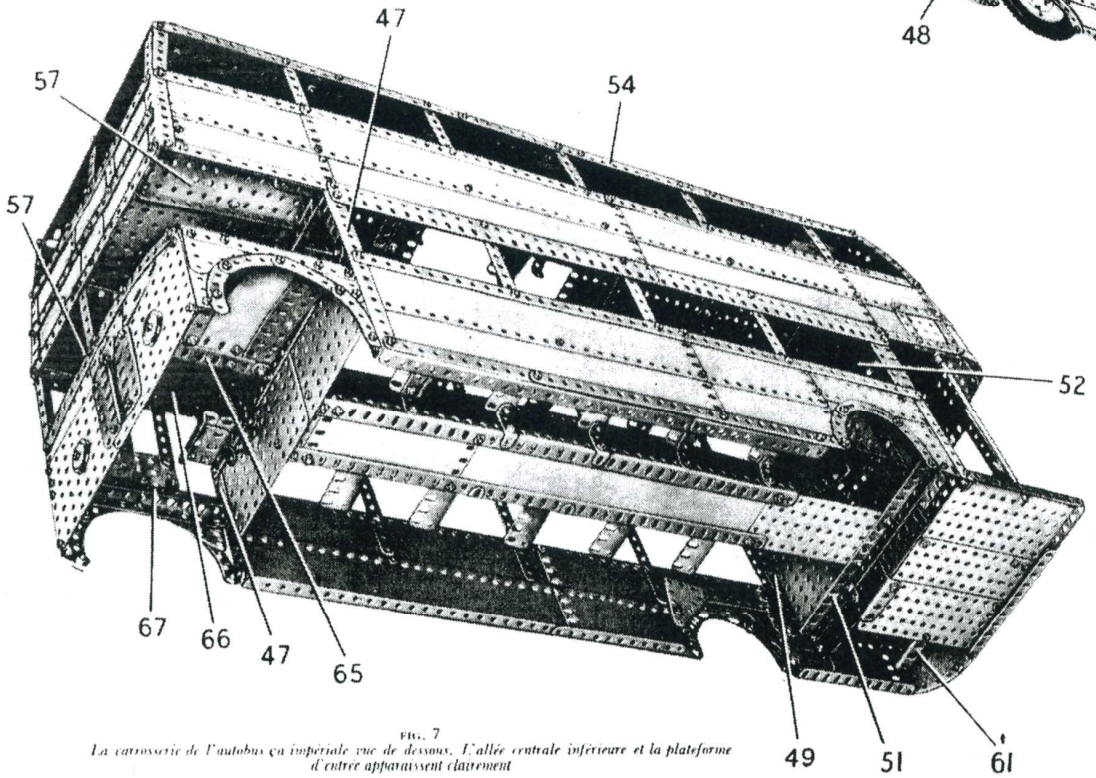

FIG. 7
Le côté qui apparaît sur la figure (8) est constitué par deux plaques bandes de 25 trous et quatre plaques flexibles de 14 × 6 cm., et une plaque flexible de 14 × 4 cm. et une plaque flexible triangulaire de 9 × 5 cm. et une autre de 6 × 4 cm. sont placées au dessus de la roue arrière. Les plaques sont fixées sur une cornière de 15 trous (47) à l'avant et elles sont bordées à leur sommet par deux bandes de 25 trous et une bande de 11 trous. Les bords inférieurs sont renforcés par une bande de 25 trous, une bande de 11 trous, et une cornière de 11 trous (48), et une cornière de 25 trous et une de 11 trous sont boulonnées à l'intérieur (Fig. 7). Une cornière de 19 trous (49) est fixée verticalement sur le côté et elle porte une plaque flexible de 11,5 × 6 cm. et une poutrelle plate de 7 trous. Les montants des fenêtres sont des bandes de 25 trous dont chacune recouvre le coté de l'autobus sur 4 trous. Elles sont réunies par trois poutrelles plates de 19 trous. Une cornière de 49 trous est boulonnée le long de la rangée supérieure de trous des poutrelles plates, à l'intérieur, en partant de la cornière (49) de façon à dépasser la cornière (47) sur 3 trous.
Les côtés sont réunis à l'avant par deux plaques sans rebords de 14 × 9 cm. qui se recouvrent sur 3 trous et qui sont bordées au sommet par une bande de 19 trous. Les plaques sans rebords sont fixées sur les cornières (47), et une cornière de 19 trous (50) est boulonnée entre leurs extrémités supérieures. Une plaque flexible de 14 × 4 cm. placée verticalement est fixée au centre de la cornière (50) et sur les plaques sans rebords. A l'arrière, les côtés sont réunis par des cornières de 19 trous (51) et (52) (Fig. 7) boulonnées sur les cornières (49).
Une plaque à rebords de 14 × 6 cm. (57) (Fig. 7) est boulonnée sur chacun des côtés, et ces plaques sont réunies par une plaque sans rebords de 14 × 9 cm. et une de 14 × 6 cm. A l'arrière, une poutrelle plate de 19 trous (58) est boulonnée entre les extrémités supérieures des cornières (49) et une plaque à rebords de 14 × 6 cm. est fixée entre cette poutrelle plate et l'arrière de la carrosserie. Deux plaques flexibles de 14,5 × 6 cm. fixées sur la plaque à rebords abritent la plateforme d'entrée. Une cornière de 9 trous est fixée au centre de la poutrelle plate (58).
L'arrière de la carrosserie et la plateforme d'entrée (Fig. 7, 8 et 10)